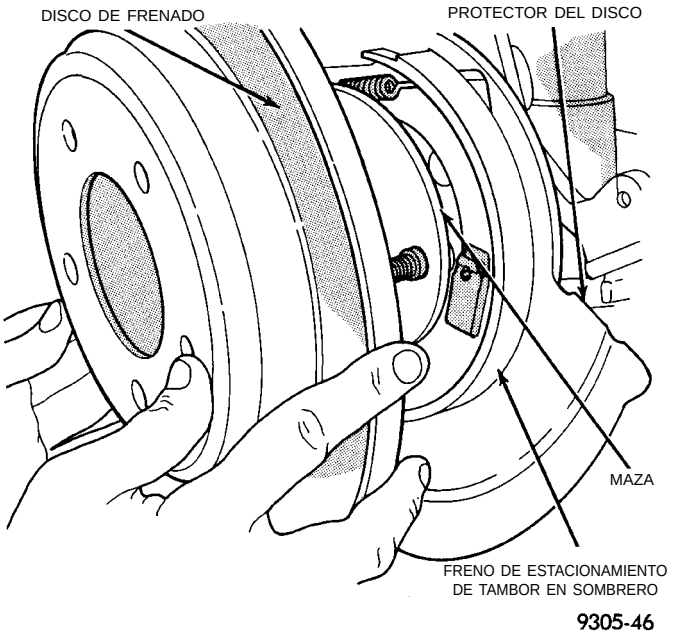

Fig. 71 Instalación del rotor trasero
(3) Si lo hubiera retirado, instale el rotor trasero en la maza, asegurándose de que asiente a escuadra en la superficie de la maza (Fig. 71).